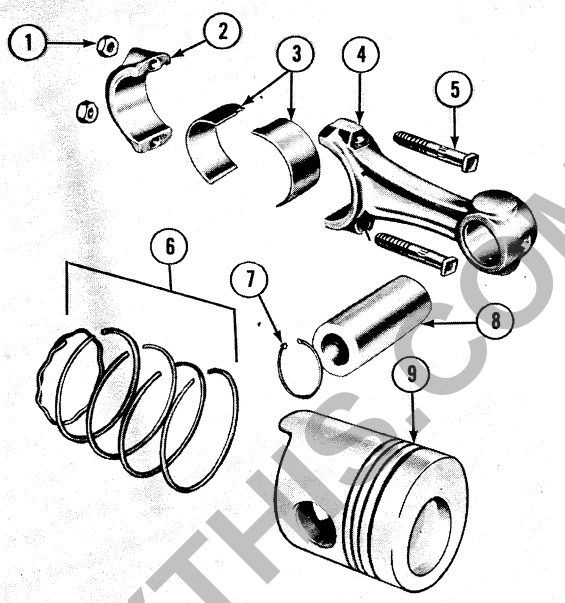

Figure 31
2. PISTON AND CONNECTING ROD: Remove the piston pin retainer (snap ring). Slide the piston pin out and remove the piston. Keep the piston and connecting rod together if these are to be reassembled, Figure 31.